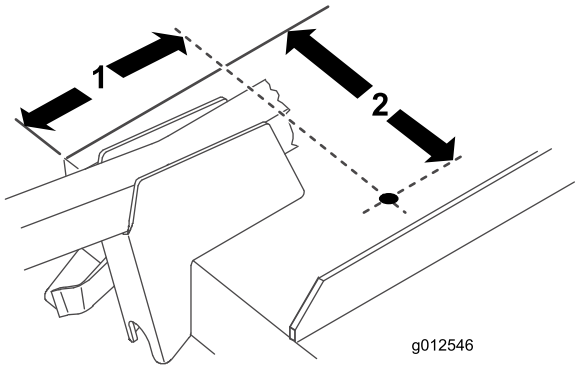

Figura 18
1. Usando las dimensiones indicadas en Figura 18, localice, marque y perfore un orificio de 13/32 pulgadas de diámetro en la carcasa. Las dimensiones que se muestran son las de la esquina delantera derecha de la carcasa y del borde del conducto de descarga. Los soportes del soplador se retiran para mayor claridad.